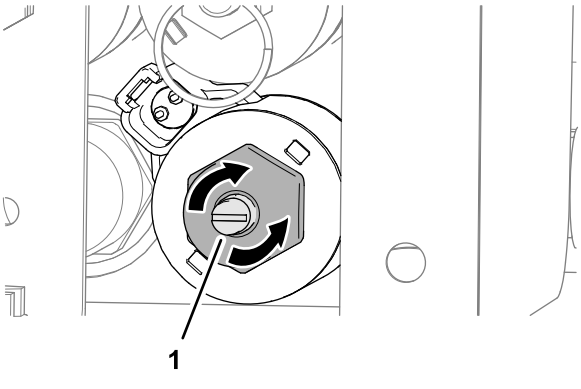

**Rysunek 37**
1. Obracaj śrubę z łbem sześciokątnym służącą do ręcznego sterowania zaworem w prawo, aby zwiększać prędkość podłogi (Rysunek 37).